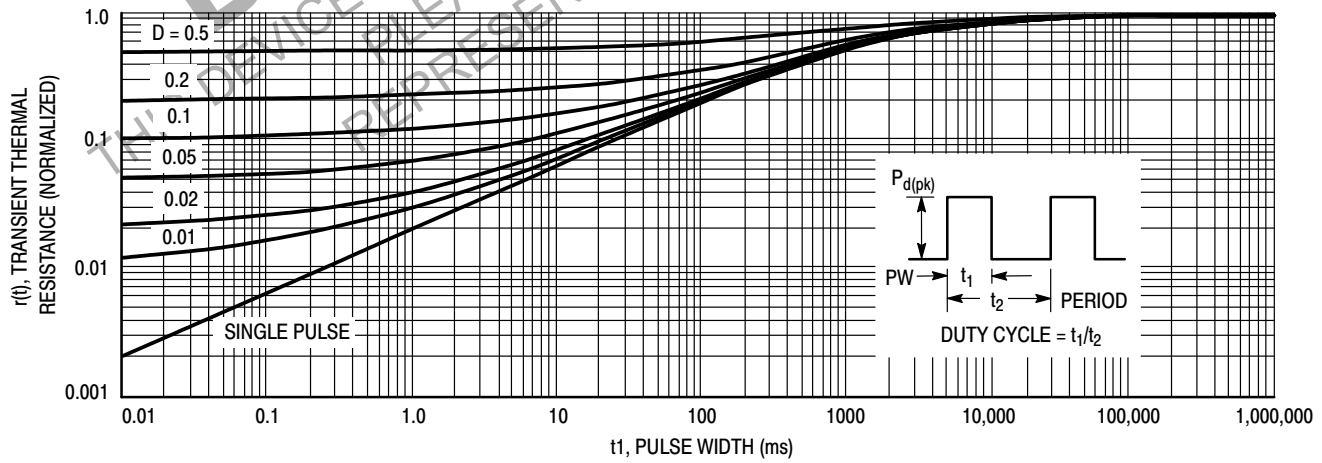

Figure 12. Transient Thermal Response for MDC3105LT1
Figure 12 of the MDC3105 data sheet plots its transient thermal resistance, r(t) as a function of pulse width in ms for various pulse train duty cycles as well as for a single pulse and illustrates this effect. For short pulse widths near the left side of the chart, r(t), the factor, by which the continuous duty thermal resistance is multiplied to determine how much the peak power rating can be increased above the average power rating, approaches the duty cycle of the pulse train, which is the expected value. However, as the pulse width is increased, that factor eventually approaches 1.0 for all duty cycles indicating that the pulse width is sufficiently long to appear as a continuous duty condition to this device. For the MDC3105LT1, this pulse width is about 100 seconds. At this and larger pulse widths, the peak power dissipation capability is the same as the continuous duty power capability.
To use Figure 12 to determine the peak power rating for a specific application, enter the chart with the worst case pulse condition, that is the max pulse width and max duty cycle and determine the worst case r(t) for your application. Then calculate the peak power dissipation allowed by using the equation,
Thus for a 20% duty cycle and a PW = 40 ms, Figure 12 yields r(t) = 0.3 and when entered in the above equation, the max allowable Pd(pk) = 390 mW for a max T_A = 85°C.
2. For pulsed operation, use the Transient Thermal Response of Figure 12 and the instructions with it to determine the maximum limit on transistor power dissipation for the desired duty cycle and temperature range.